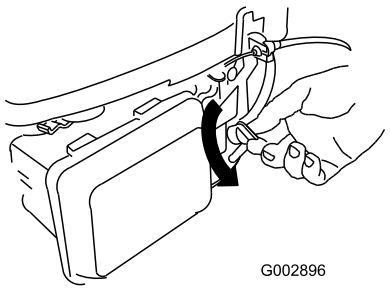

Figur 12
1. Vrid bränsleventilreglaget till det påslagna läget (Figur 12).